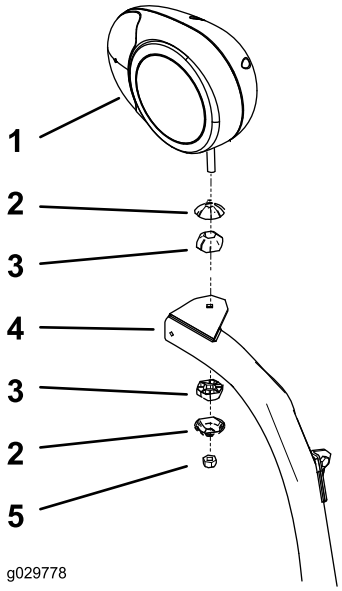

Figure 14
3. Fasten the left and right headlight assemblies to the headlight brackets (Figure 14) with the fasteners supplied with the lights.